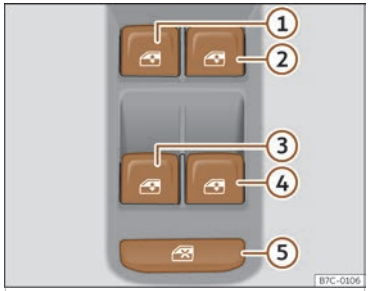

Fig. 89 Detail of the driver's door: window controls.
The safety control ››› **Fig. 89** ⑤ on the driver's door can be used to disable the power window buttons on the rear doors.